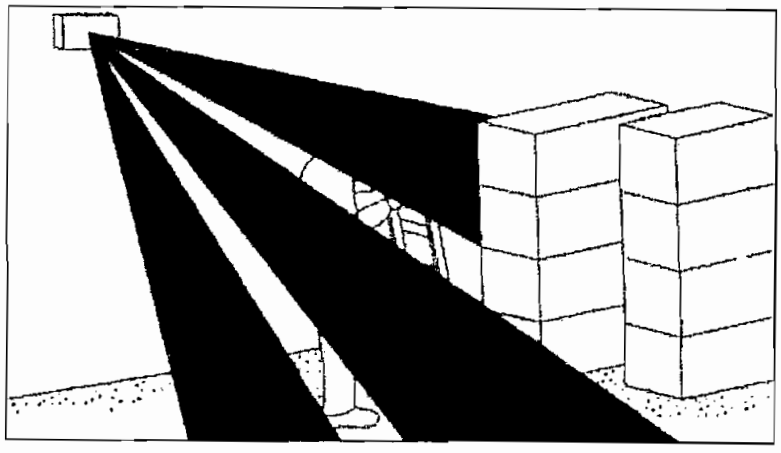

Figura 1.21 El detector no capta lo que se mueve detrás de un obstáculo.
- Instalar, en la medida de lo posible, en zonas exentas de obstáculos como divisiones, muebles, etc., ya que estos disminuyen su rendimiento; ver Figura 1.21.